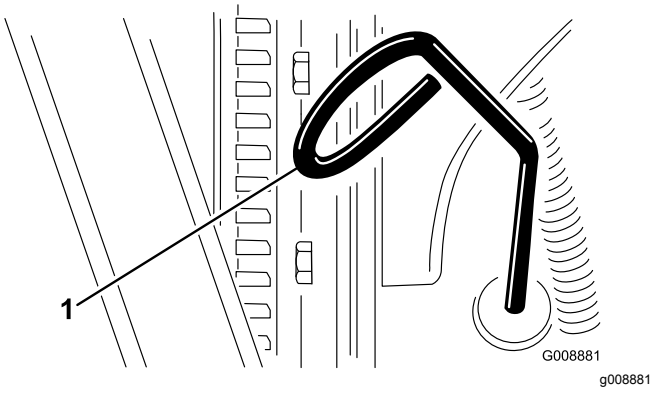

Figur 36
2. Ta ut peilestaven (Figur 36) og tørk den med en ren fille.